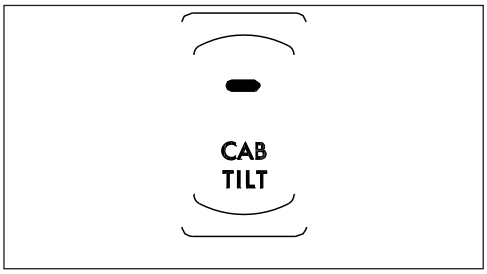

Fig. 15, Interrupteur inclinable de cabine
2. Fixez tous les articles en vrac dans la cabine et la couchette, puis activez l' alimentation du système d' inclinaison allumer le tableau de bord. Voir **Fig. 15**.